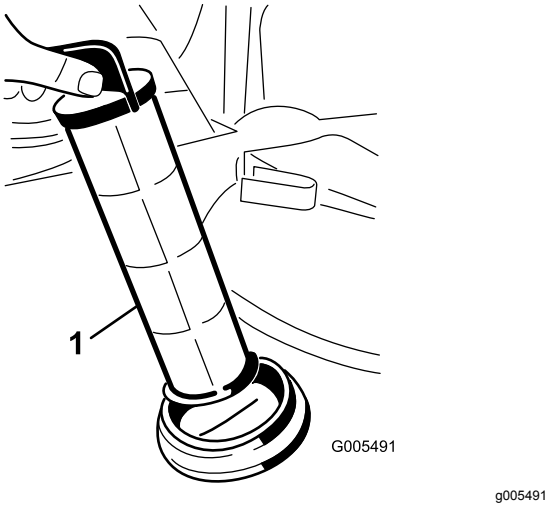

Figur 67
4. Træk sugefilteret ud af filterhuset i tanken (Figur 67).